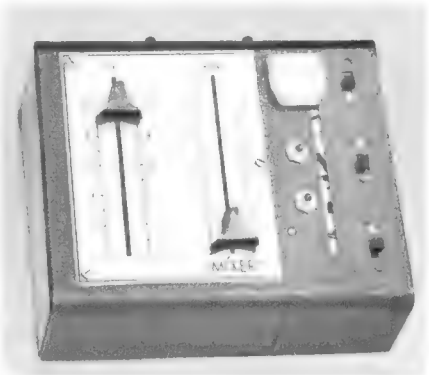

Bild 3. Das Mustergerät im Pultgehäuse
Das kleine Regiezentrum findet seinen Platz in einem Pultgehäuse *(Bild 3)* mit den Abmessungen 180 mm × 140 mm × 70 (50) mm. Die Torschaltung und der Anzeigeverstärker sind auf Druckplatinen untergebracht, sämtliche Schalter und Tasten befinden sich rechts auf der Frontplatte, sie werden mit der rechten Hand bedient. Die andere Hand ist für die Mischpotentiometer frei. Die Buchsen B 1 bis B 4 sind an der Rückseite zu finden, an der auch die Einsteller P 1 und P 4 sitzen.